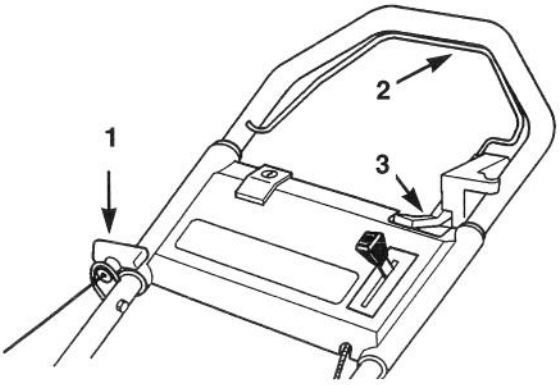
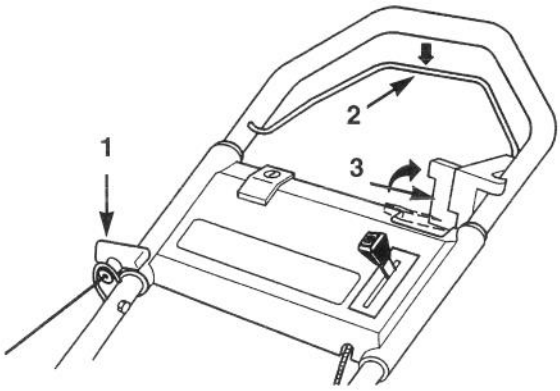
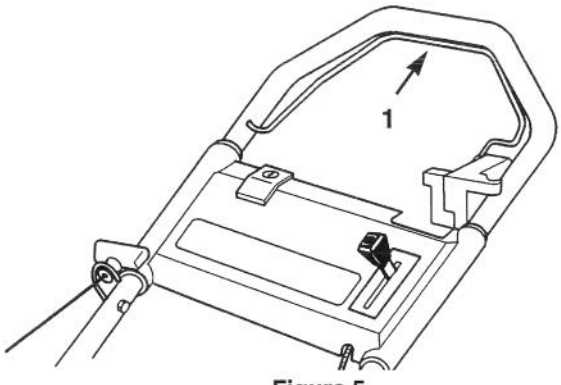

Figure 3
Figure 4
Figure 5
4.b. SELF-PROPELLED MODEL—Move the traction control lever forward (toward the engine) (Fig. 3) and squeeze the control bar until it contacts the handle. Pull the recoil starter out until positive engagement results; then pull vigorously to start the engine. Lower the control bar halfway and move the traction control lever backward (toward the operator) (Fig. 4). Slowly squeeze the control bar against the handle to engage the traction mechanism (Fig. 5). Regulate the throttle as desired between FAST and SLOW.